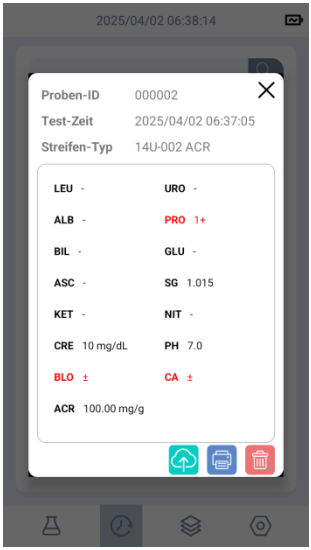

Abb. 4.15
Schritt 3: Tippen Sie auf das Symbol „  “ hinter einem beliebigen Testdatensatz, um die Details dieses Datensatzes anzuzeigen (Abb. 4.15).